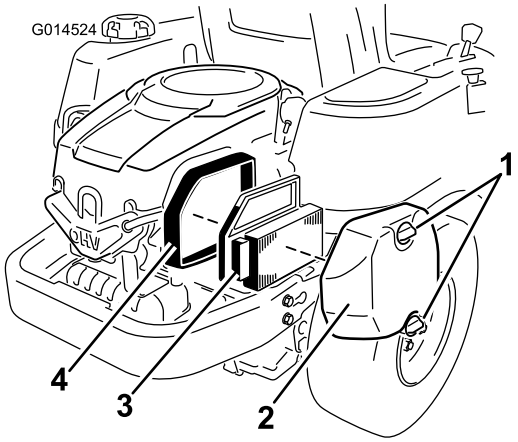

Figur 30
1. Fjern luftrenserdekslet (Figur 30).
2. Fjern luftrenserelementet med den integrerte gummitetningen (Figur 30).
5. Monter luftrenserelementet med den krusete siden "utover", og sett gummitetningen på kantene på luftrenserbasen (Figur 30).
6. Monter luftrenserdekselet på nytt, og fest det med to knotter (Figur 30).